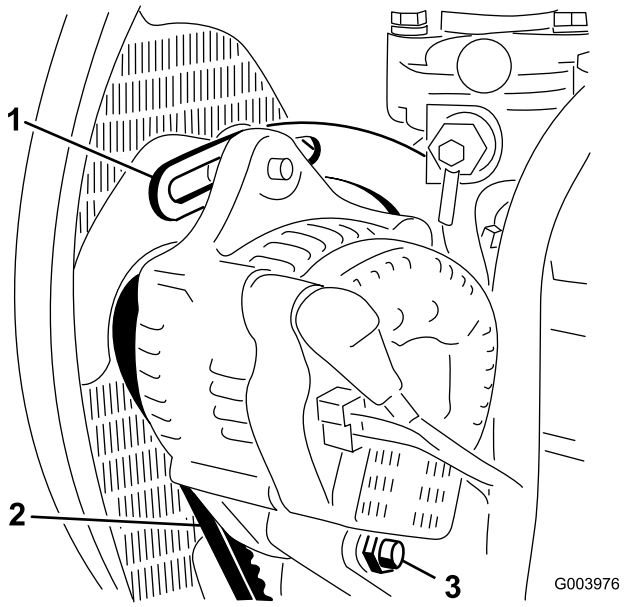

Figuur 55
2. Controleer de spanning van de riem van de wisselstroomdynamo door deze (Figuur 55) midden tussen de poelies van de wisselstroomdynamo en de krukas in te drukken met een kracht van 10 kg.
3. Draai de bout los waarmee de beugel is bevestigd aan de motor (Figuur 55), alsmede de bout waarmee de wisselstroomdynamo is bevestigd aan de beugel en de ankerbout.